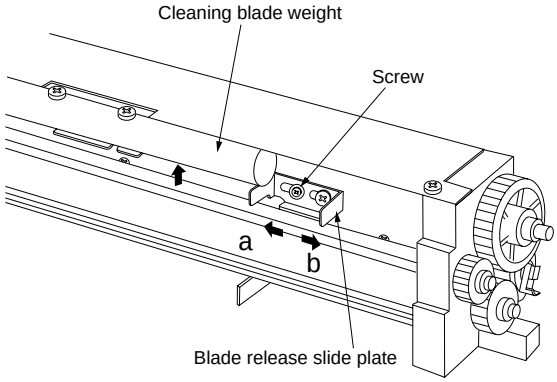

Figure 3-3-91
13. Slide the blade release slide plate in the direction of the arrow b , contact the cleaning blade to the drum.(see figure 3-3-91)